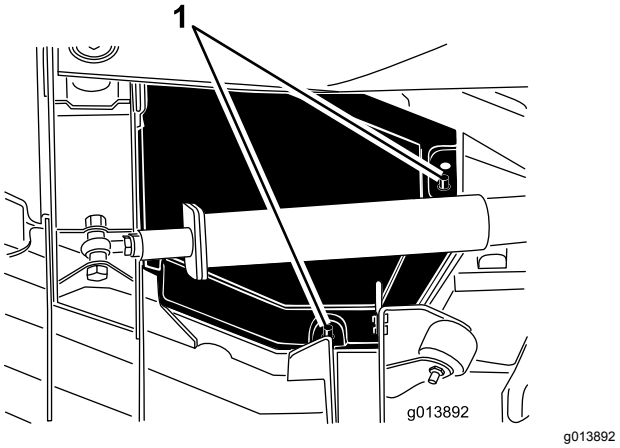

Figur 66
4. Løft skærmens bageste og inderste kanter af monteringsstængerne (Figur 66).